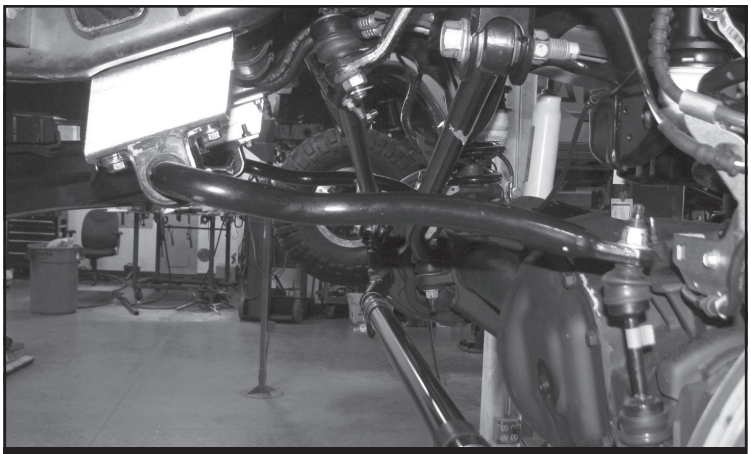

FIGURE 22 - STEP 28
28. Install FT3400-112P (Driver) & FT3400-112D (Passenger) Sway bar drop brackets using the factory hardware. Reinstall the front sway bar to the end links using the supplied 7/16” hardware torque all hardware to 83 ft-lbs. Reconnect the sway bar to the endlinks. Torque to 52 ft-lbs **SEE FIGURE 22**